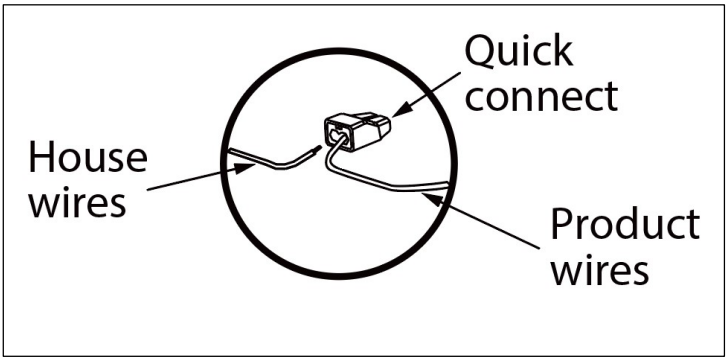

Fig.1.
3. Verify the stripped end of the wires is fully inserted to the back of the connector.(See the Fig.1.)